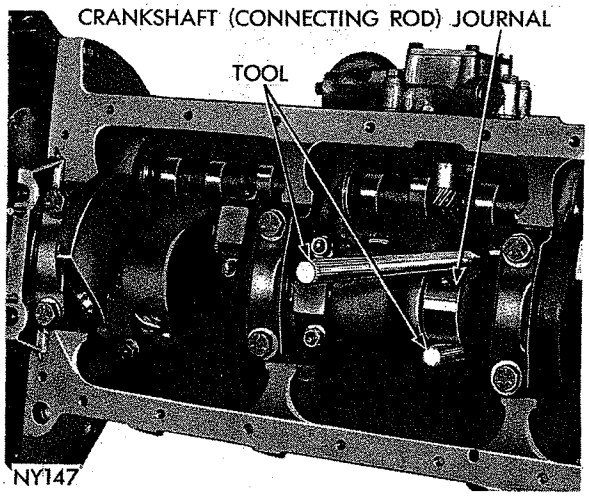

***Fig. 41—Removing and Installing Connecting Rod (Tool C-3221)***
(1) Compression ring gaps should be located on the left side of the engine and staggered about 60° apart. Neither gap should line up with oil ring rail gaps.
(2) Rotate oil ring expander so that ends are at right side of engine. Rotate steel rails so that gaps are approximately opposite and positioned above piston pin holes.
(3) Immerse piston head and rings in clean engine oil. Slide the ring compressor, Tool C-385, over the piston and tighten with special wrench (part of Tool C-385). **Position of rings must not change during this operation.**
(4) The notch on top of piston must point toward front of engine so that squirt hole in connecting rod is toward right side of engine.
(5) Screw connecting rod bolt protector (part of Tool C-3221) on one rod bolt, and insert rod and piston into cylinder bore. **Rotate crankshaft so that connecting rod journal is on the center of cylinder bore.**
(6) Attach puller part of Tool C-3221 on other bolt, and guide rod over the crankshaft journal (Fig. 41). Be careful not to nick connecting rod journals.
(7) Tap piston down in cylinder bore, using handle of a hammer. At the same time, guide connecting rod into position on crankshaft journal.
(8) Install rod caps, tighten nuts to 45 foot-pounds.